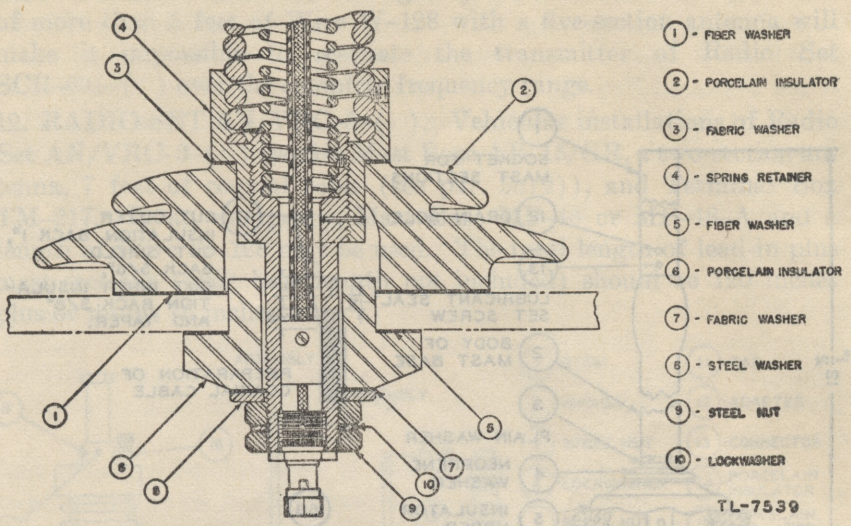
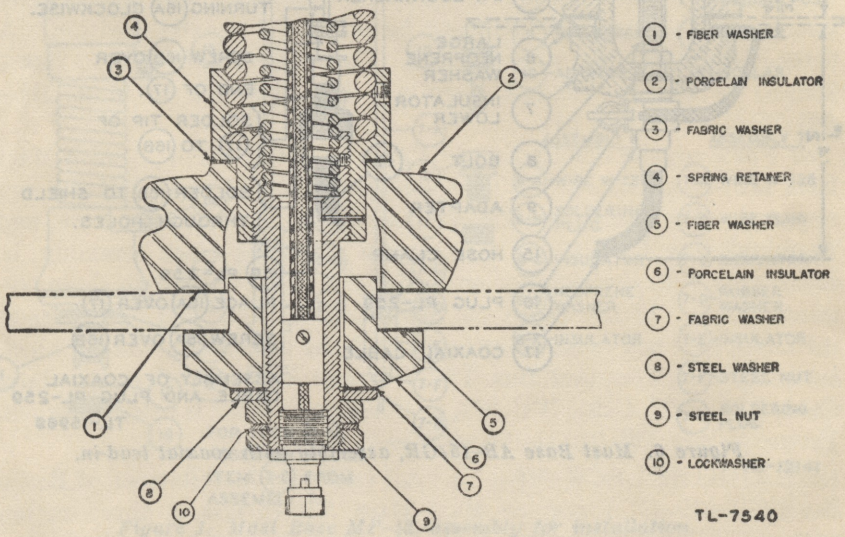

Figure 7. Mast Base MP-37, assembly for installation.
Figure 8. Mast Base MP-57, assembly for installation.
4. MAST BASES MP–37 AND MP–57. Mast Bases MP–37 (fig. 7) and MP–57 (fig. 8) are normally used to support antenna Mast Sections MS–49 through MS–53. A stud which is inserted in the top of the mast base must be removed before the mast sections can be inserted. The internal wire assembly of both mast bases terminates in a binding post connector which is secured to the bottom of the mast base. No coaxial cable installations of these mast bases are required. Mast Base MP–57 uses a smaller insulator at its base than that used in Mast Base MP–37. It can be readily used to replace Mast Base MP–37. Mast Base MP–37 cannot be used to replace Mast Base MP–57.